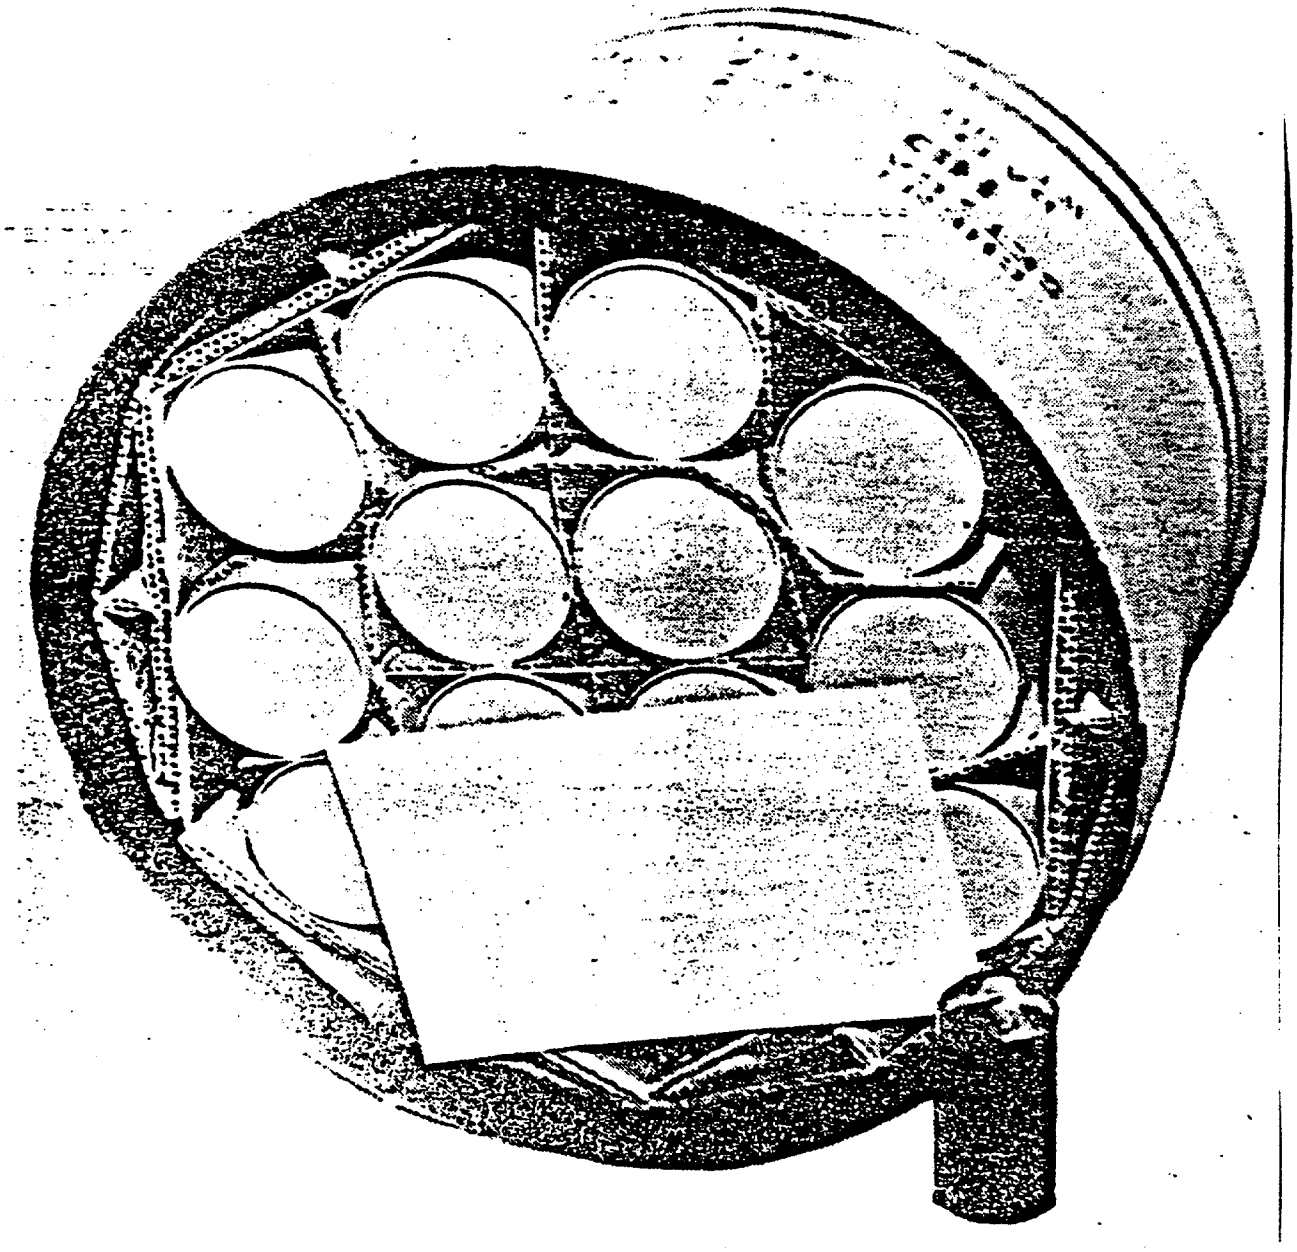

FIGURE 2: K942
Each ampule is 1 7/8 inches in diameter and 4 5/8 inches in length and packed in its own can. Twenty eight (28) cans are packed in a cold-rolled carbon steel drum 14 inches in diameter, 14 inches high and 0.0375 inches thick (20 gauge) in 2 layers (14 cans per layer). The cans are separated into individual compartments by a fiberboard packaging (See Figure 2).